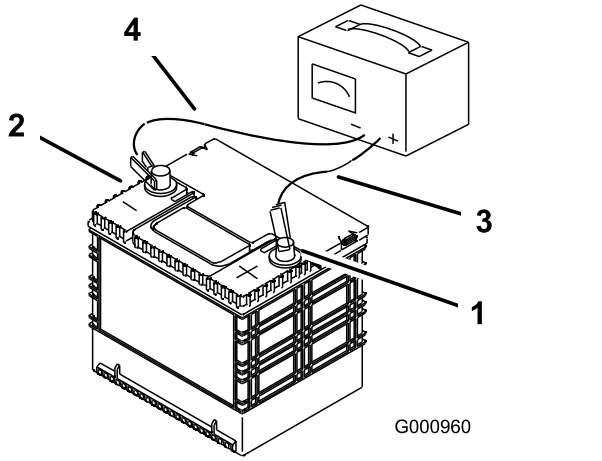

Figure 52
3. Quand la batterie est chargée au maximum, débranchez le chargeur de la prise, puis débranchez les fils du chargeur des bornes de la batterie (Figure 52).